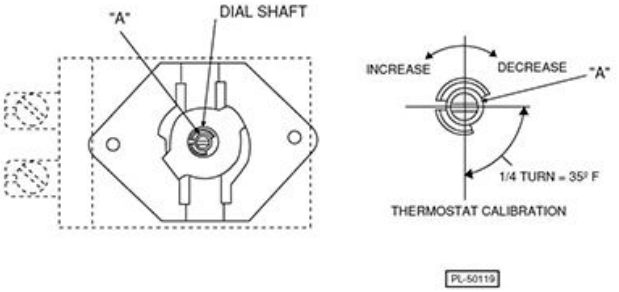

**Fig. 124**
4. Pull dial straight off dial shaft without turning (Fig. 124).
5. Turn screw "A" clockwise to decrease temperature and counterclockwise to increase temperature (Fig. 124); 1/4 turn of Screw "A" represents a temperature shift of 35°F.